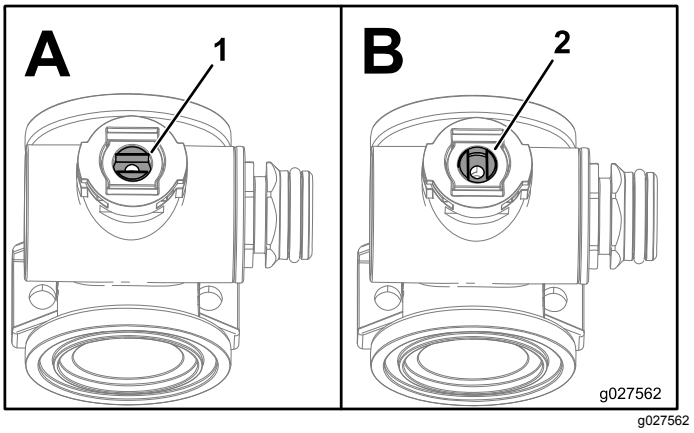

Figur 97
1. Placera ventilskaftet så att ventilen är stängd (B i Figur 97).
3. Vrid ventilskaftet så att kulan är i öppet läge (A i Figur 97).
7. Vrid ventilskaftenheten så att ventilen är stängd (B i Figur 97).